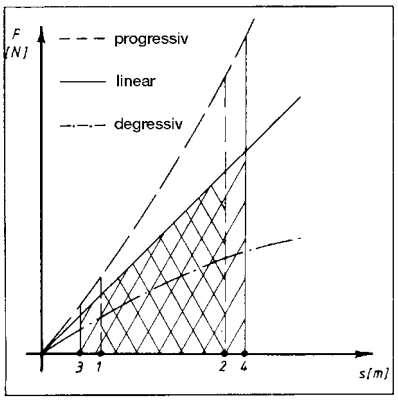

Bild 1 : Federkennlinien-Prinzipdarstellung
Die Federkennlinie kann eine lineare, progressive oder degressive Charakteristik haben, wobei letztere eine instabile Feder ergeben würde. Bild 1 zeigt neben dem statischen und dynamischen Arbeitsbereich einer Feder auch deren Arbeitsvermögen, welches durch die von der Federkennlinie, den Grenzen (3) und (4) und der X - Achse umrahmten Fläche dargestellt ist. Der dynamische Arbeitsbereich überlagert den statischen entsprechend den zur Verfügung stehenden dynamischen Federwegen (Strecke 1 - 3 und Strecke 2 - 4).